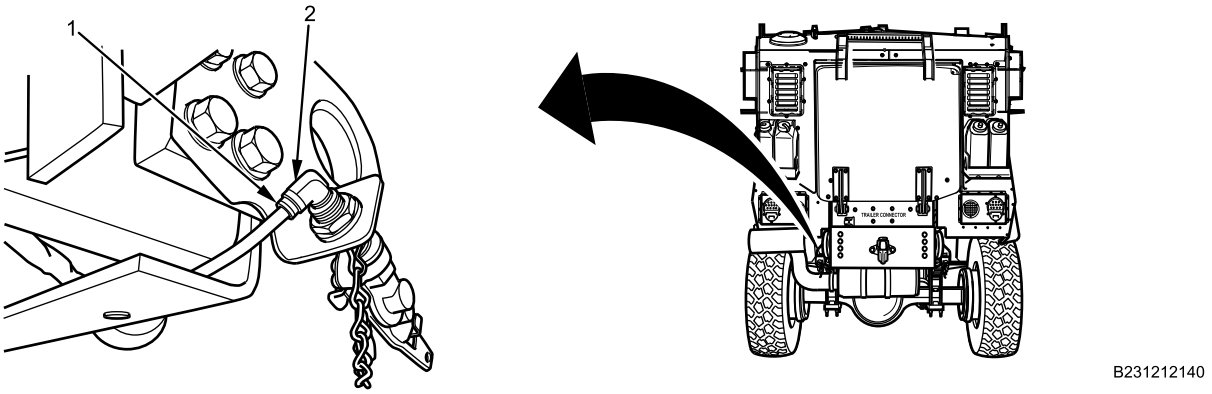

Figure 3. Left Rear Gladhand Air Hose.
4. Disconnect air line (Figure 3, Item 1) from left rear gladhand fitting (Figure 3, Item 2).